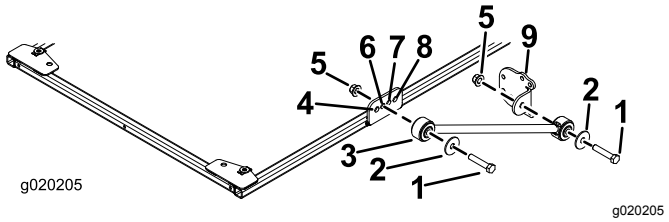

Figure 8
7. De chaque côté du cadre du pare-soleil, fixez légèrement un raidisseur dans le deuxième trou du support de raidisseur à l'aide d'un boulon (1/2" x 2-1/2"), d'une rondelle (1/2") et d'un écrou à embase (1/2"), comme montré à la Figure 8.
8. Fixez légèrement un support à chaque raidisseur à l'aide d'un boulon (1/2" x 2-1/2"), d'une rondelle (1/2") et d'un écrou à embase (1/2"), comme montré à la Figure 8.